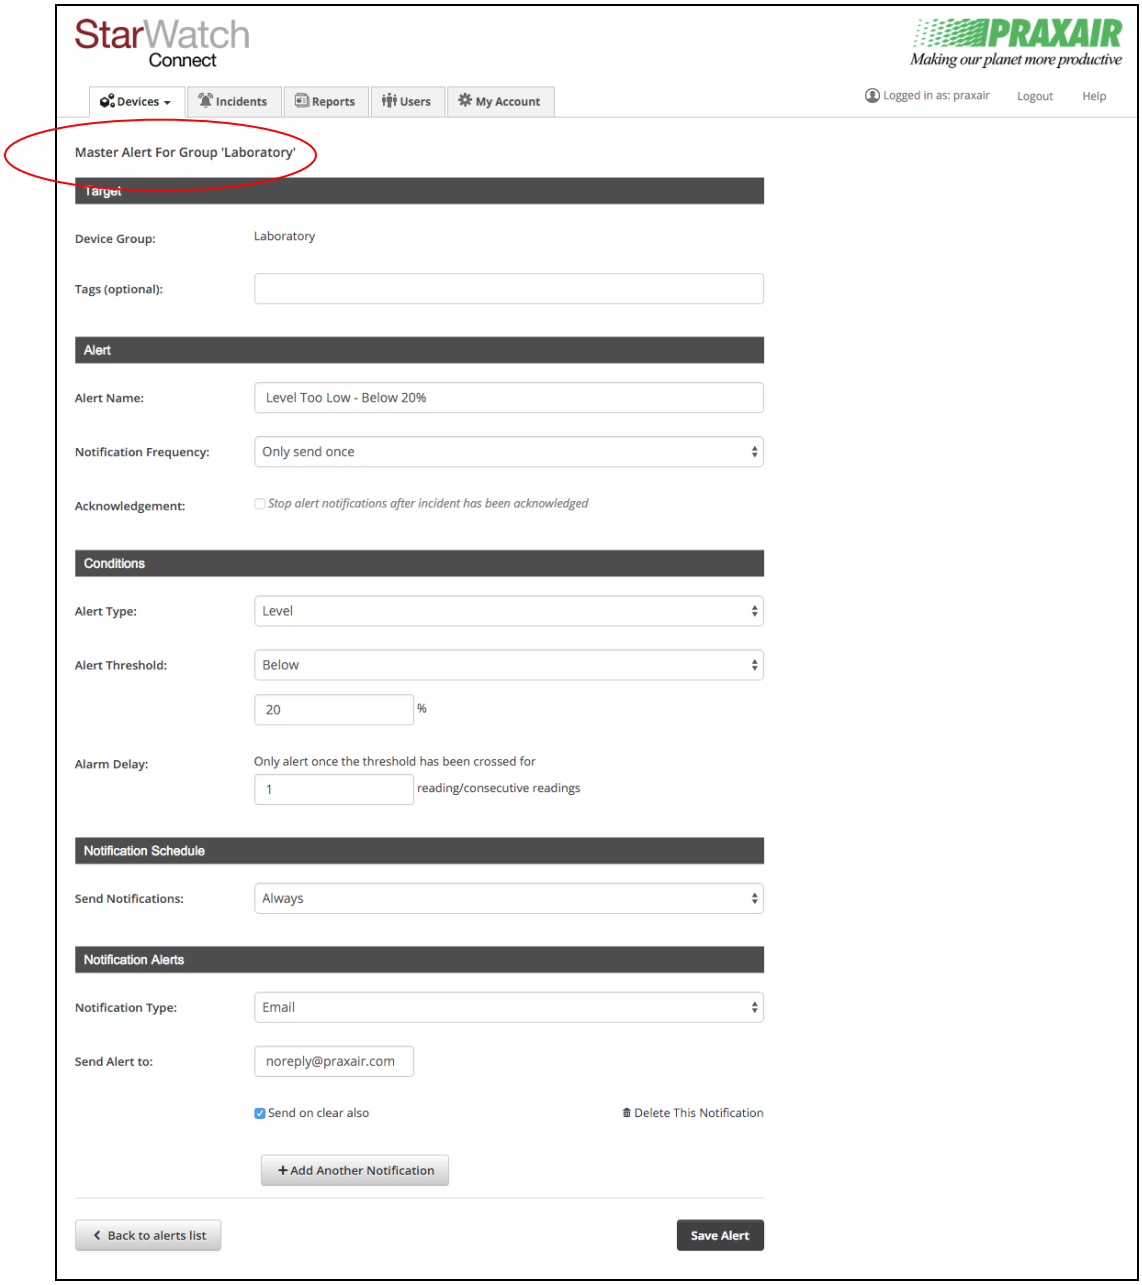

Figure 9: Adding a New Group Alert Screen Example
3. **Click** [**Add New Alert**]. The resulting page allows you to create the group alert by completing the following fields (see Figure 9)